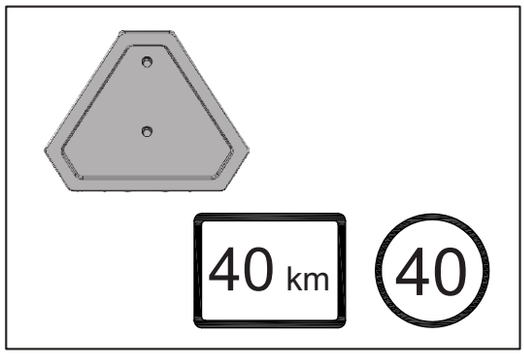

Fig.2.32
- Certifique-se de que o trator e o equipamento estejam equipados com sinais ou balizas do veículo em movimento lento (SMV) se a lei os exigir e que as cargas não os obscurecem ou a outras luzes (fig.2.32).
- Limpe todos os refletores e luzes de estrada, dianteiras e traseiras, e certifique-se de que estão em ordem de trabalho. Fig.2.32